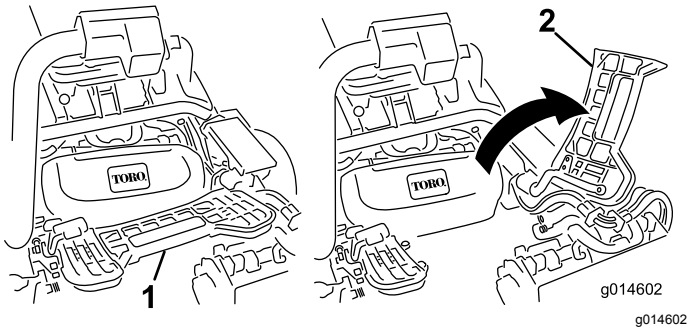

Figur 52
2. Løft opp fothvileren og drei den åpen, slik at man kan komme til midtstillingen til klippeenheten (Figur 52).